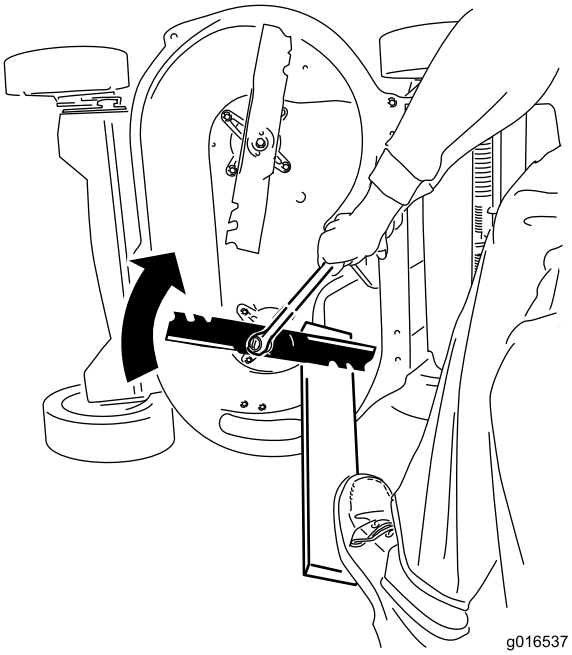

Figur 34
2. Understøt hver skærekniv med et bræt, og drej skæreknivbolten med uret med en momentnøgle som vist i Figur 34. Spænd hver skæreknivbolt til 82 Nm.